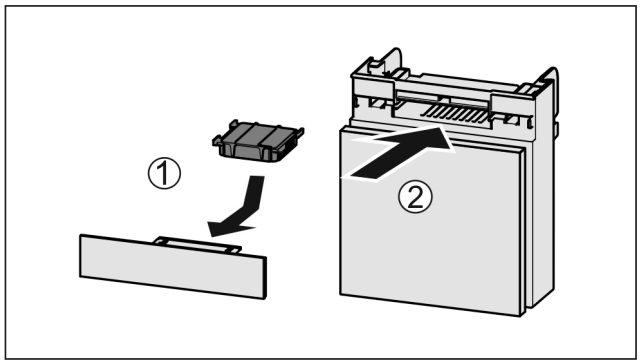

Fig. 200
▶ Insérer le filtre à charbon actif d'après le schéma *Fig. 200 (1)*.
▶ Insérer le compartiment *Fig. 200 (2)*.